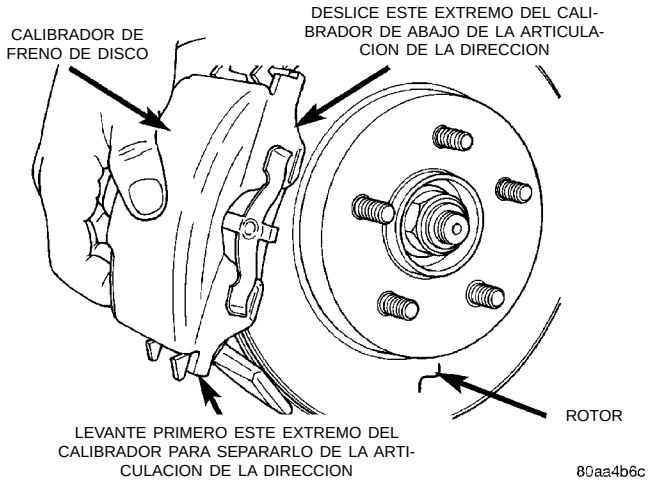

Fig. 59 Desmontaje del calibrador de la articulación de la dirección
(4) Retire el calibrador de freno de la articulación de la dirección, haciendo girar primero el extremo libre del calibrador para separarlo de la articulación de la dirección. Después deslice el extremo opuesto del calibrador para sacarlo de abajo del tope maquinado de la articulación de la dirección (Fig. 59).